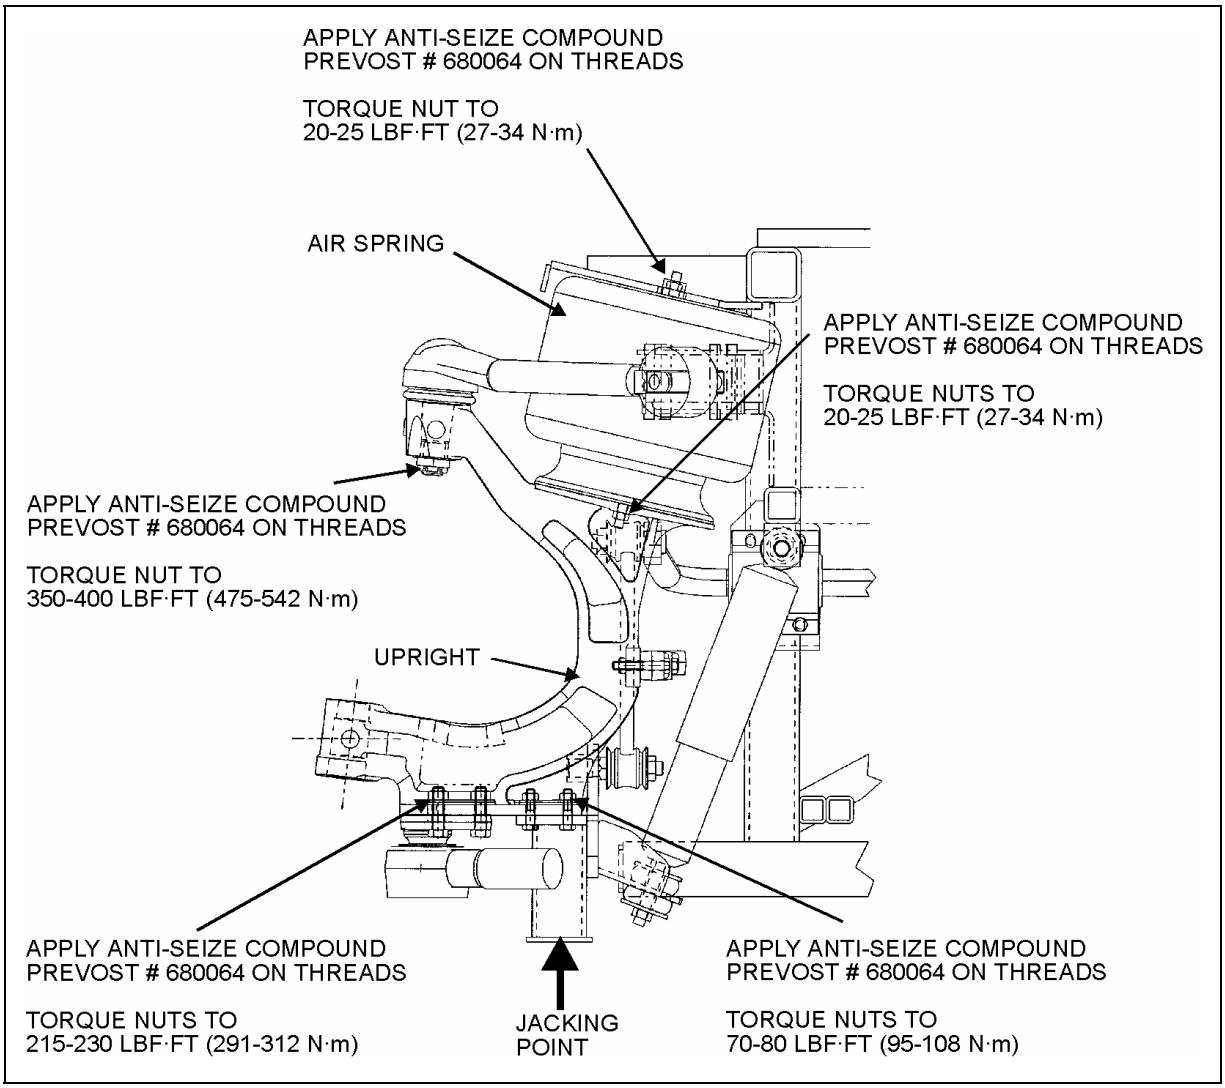

FIGURE 18: AIR SPRING AND SHOCK ABSORBER 16053
3. Support the assembly with a suitable jack. See figure 18 for jacking point.
5. Install the shock absorber as shown in figure 18 with the mounting stud protruding through the hole in the mounting bracket and the shock absorber eyes over the mounting pins. Install the outer washer.